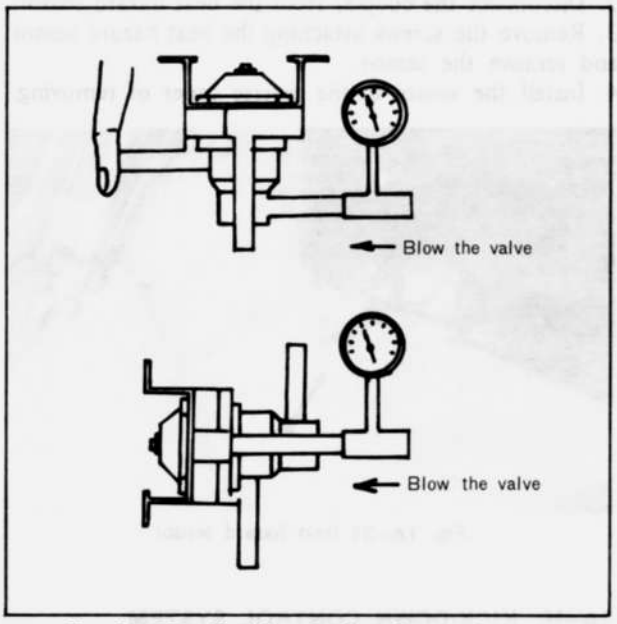

Fig. 1A–37 Checking check and cut valve
2. As shown in Fig. 1A–37, connect a pressure gauge to the passage to the fuel tank and blind the other end by finger.